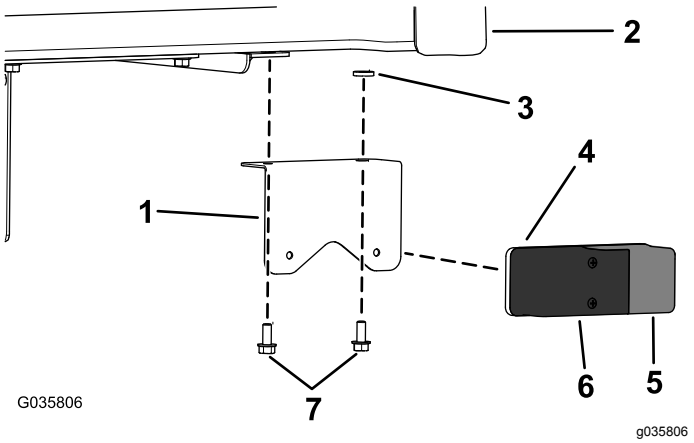

图1
2. 如图1 所示用支架、2 个六角头螺丝5/16 x 3/4 英寸和 2 个隔片5/16 英寸将后制动/信号灯安装到货斗底部和货斗支架上。
注意 确保将红色玻璃制动灯置于内侧琥珀色玻璃信号灯置于外侧图1。